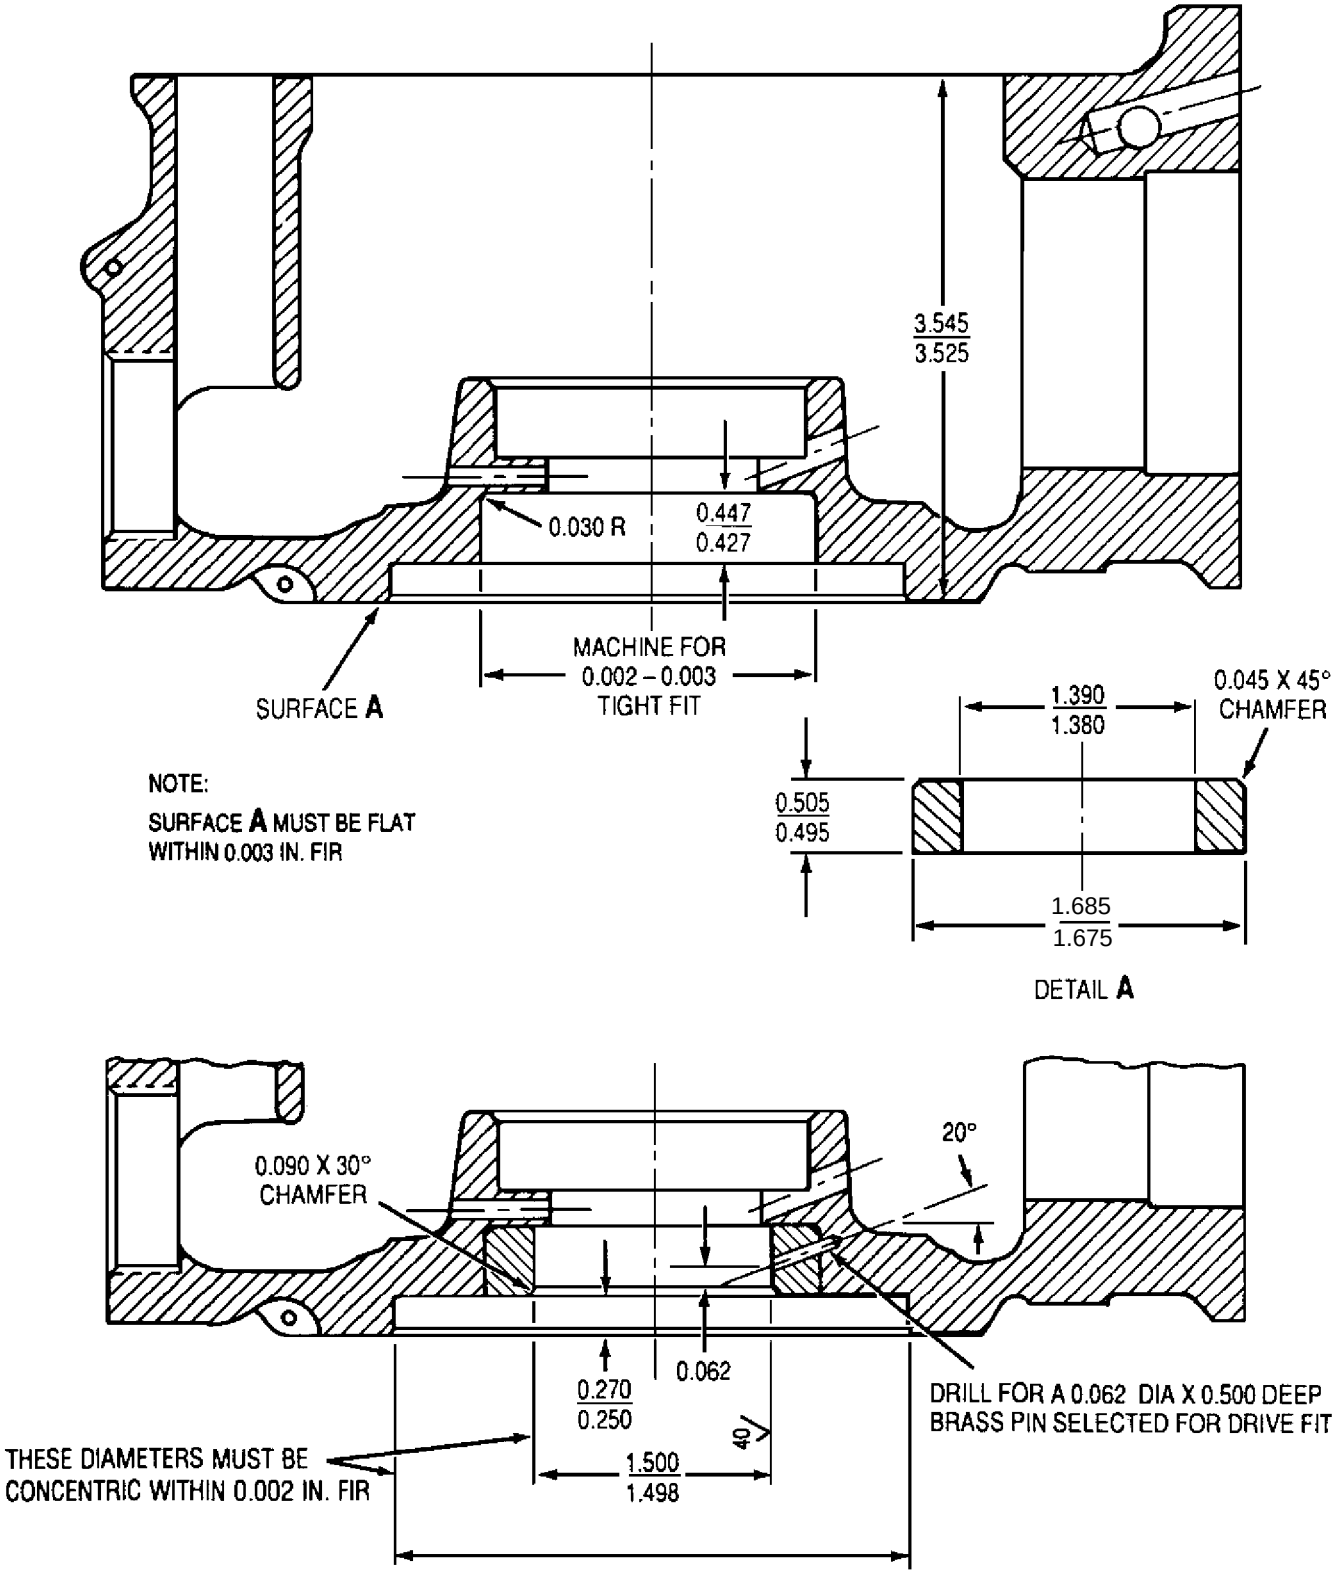

Figure 1. External Scavenge Oil Pump Mounting Surface and Bore Repair
a. Fabricate a bushing from magnesium or aluminum per Detail A, figure 1.
b. Machine the bore per figure 1. The ID of the bore shall be such that when the bushing is installed there is a 0.002 − 0.003 in. tight fit between bushing and housing.
d. Machine bushing per figure 1.